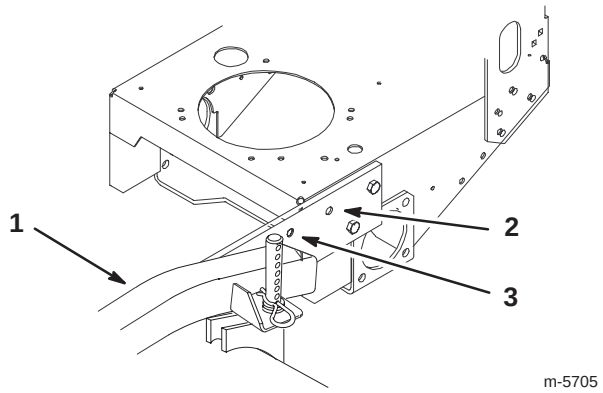

Figure 1
3. Align the battery holder so the back hole is aligned with the carrier frame hole (Fig. 1 and 2).
4. Using the battery holder as a template, mark and drill a 17/32 in. hole (Fig. 1).